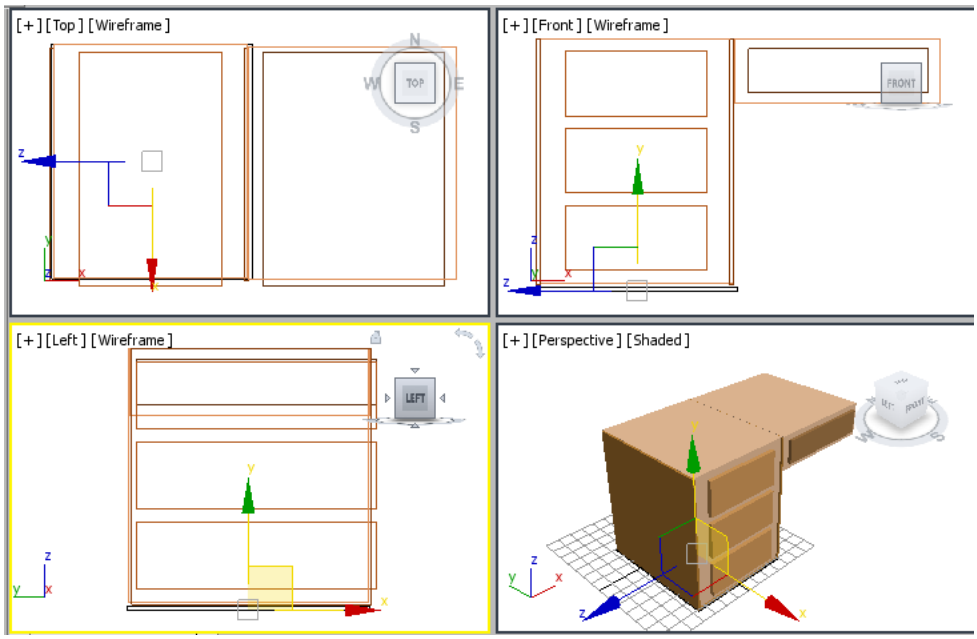

Figure 2-57 *Alignment of lower face with the bottom of left box*
10. Align *lower face* with the bottom of *left box*, as shown in Figure 2-57.